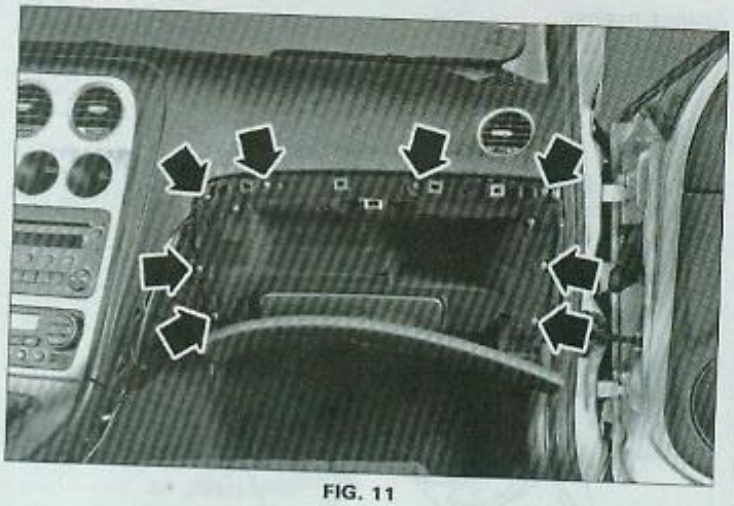

FIG. 11
• Ouvrir le couvercle, déposer les 8 vis de fixation de la boite à gants, l'extraire partiellement de son logement afin de débrancher l'éclaireur avant de la déposer **(Fig.11)**.